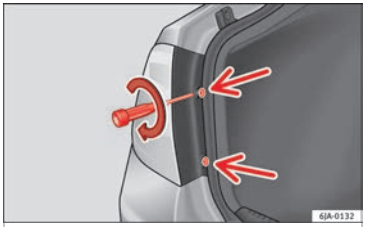

Fig. 103 Fit the tail light unit.
– Take the screwdriver or a Torx 20 key (T20) from the vehicle tool kit and tighten (turning clockwise ››› **Fig. 103**) the two retaining screws that secure the front of the light.